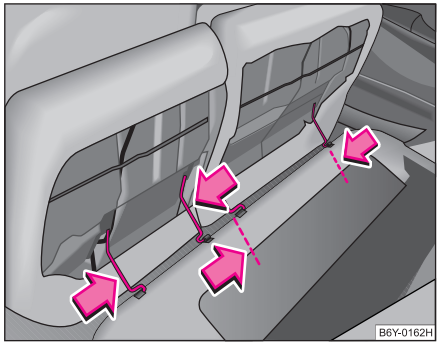

Fig. 54 Demontarea banchetei din spate
– apăsați mânerul de sârmă în sensul săgeții ⇒ fig. 54 şi scoateți bancheta din suport.